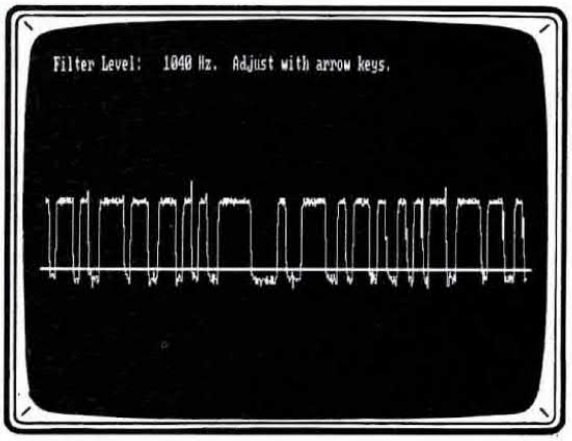
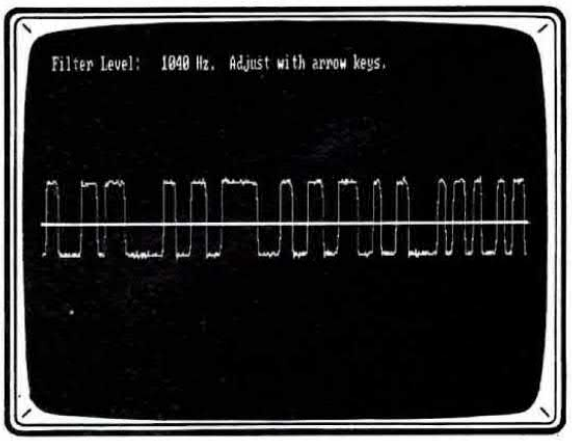

Fig.24 Il sistema più veloce per ricevere la RTTY è quella di sintonizzare il ricevitore in modo da vedere delle perfette onde quadre.
Fig.25 A questo punto, pigiando i due tasti freccia su o giù dovrete portare la riga orizzontale al centro di queste onde quadre.
- Quando sul monitor vedrete apparire delle **onde quadre** perfette (vedi fig.24), premete i tasti **freccia su** o **freccia giù**, in modo da portare al centro di queste onde quadre la **riga orizzontale** di riferimento (vedi fig.25).